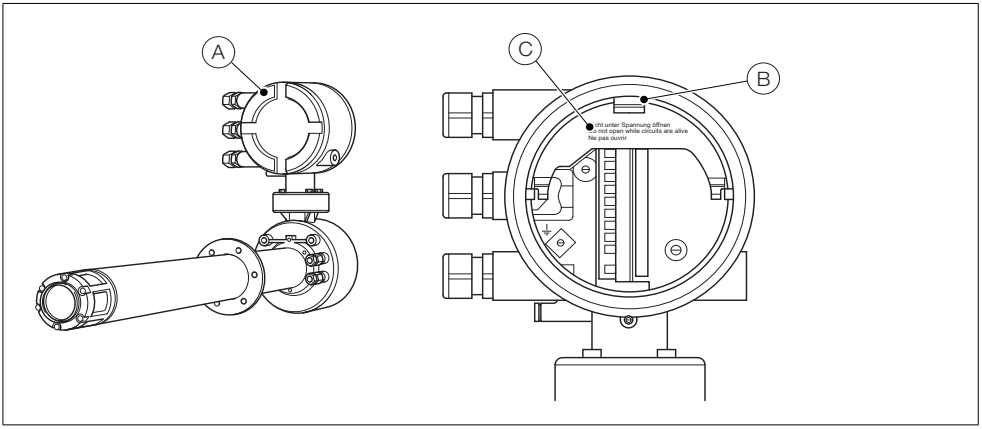

Fig. 4.11 Integreret transmitter – Adgang til tilslutninger
Se Fig. 4.11:
1. Før det indgående AC-strømforsyningskabel gennem kabelgennemføring (A).
2. Ved klemkasse (B) foretages tilslutninger til AC-strømforsyningens strømførende (brun) og nul-klemmer (blå).
3. Tilslut den indgående AC-strømforsynings jordledning til den indre jordforbindelse (C).
4. Luk det hængslede strømforsyningsdæksel (se fig. 4.11).
5. Før signalledningen/-erne gennem kabelgennemføringen/-erne (D), og foretag tilslutninger til relæudgang(e), strømudgang og klemmer (ekstraudstyr) som påkrævet.
6. Genmonter bagdækslet (se fig. 4.11), og spænd det fingerstramt.